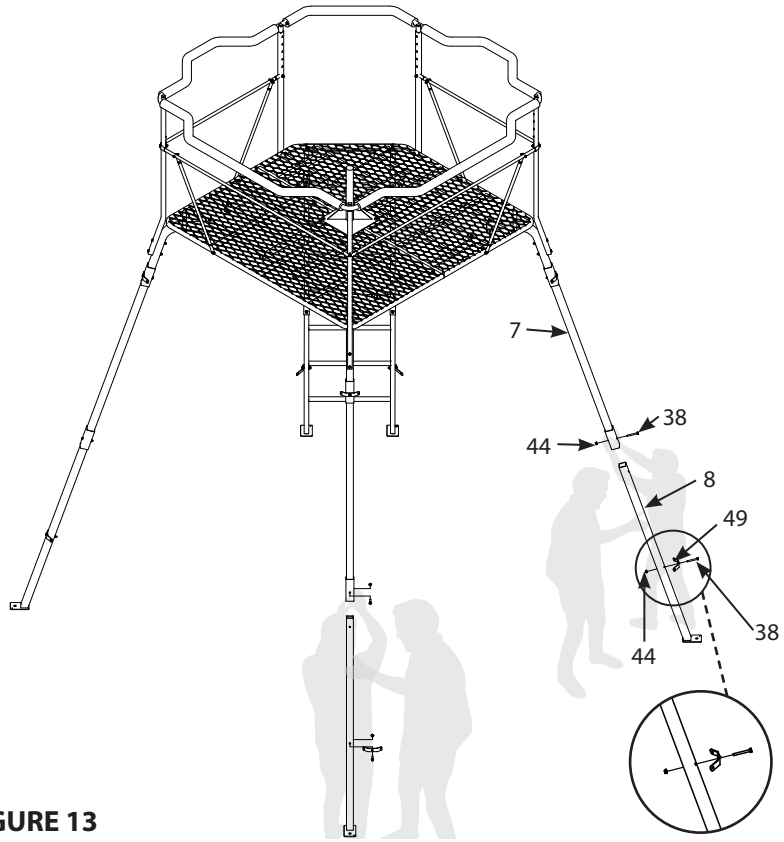

FIGURE 13
13. With the help of two people, slowly tip the partially erected quad pod onto the ladder and one leg as shown in Figure 13 by lifting on the opposite two legs. Once the two people have the quad pod balanced securely, the third person must insert one bottom leg (8) into each top leg (7). Make sure foot pads are pointing outward. Secure the top and bottom leg parts together using a 1/4-20 X 2-1/4 IN bolt (38) and 1/4-20 nut (44) for each leg. **SEE FIGURE 13.**
Attach a brace-to-leg attachment bracket (49) to each bottom leg (8) using a 1/4-20 X 2-1/4 IN bolt (38) and 1/4-20 nut (44) for each leg. **SEE FIGURE 13.** ***Securely tighten all loose hardware at this time.***